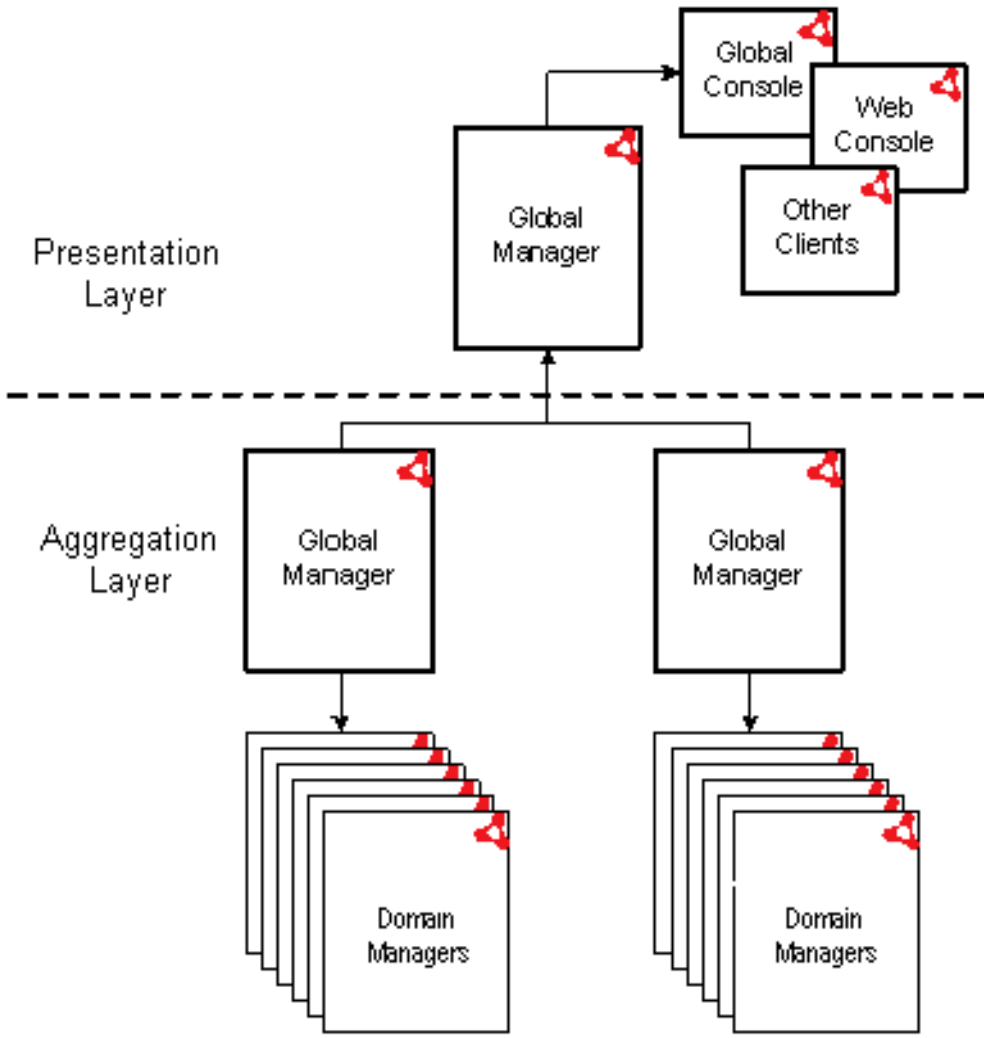

Figure 5 Hierarchical aggregation Service Assurance configuration
The hierarchical aggregation configuration shown in Figure 5 on page 40 uses multiple Global Managers at the aggregation layer to address these configurations:
- More than 10 underlying domains: It is recommended that each Global Manager at the aggregation layer supports a maximum of 10 EMC Smarts domains. The example in Figure 5 on page 40, therefore, would support 20 domains.